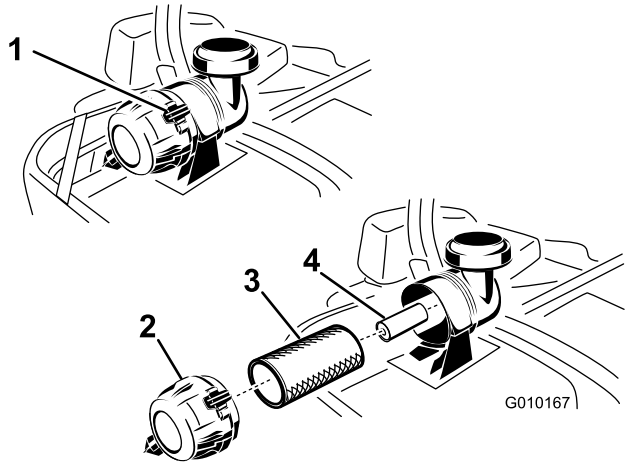

Figur 42
3. Lossa spärrhakarna på luftrenaren genom att trycka dem nedåt och dra av luftrenarkåpan från luftrenarhuset (Figur 42).
5. Dra försiktigt ut huvudfiltret ur luftrenarhuset (Figur 42). Undvik att knacka filtret mot sidan på luftrenarhuset.
1. Rengör inte pappersfiltret, utan byt ut det (Figur 42).
2. Skjut försiktigt in filtret i filterhuset när du byter ut sekundärfiltret (Figur 42).
3. Skjut försiktigt huvudfiltret över sekundärfiltret (Figur 42). Kontrollera att det sitter ordentligt genom att trycka på filtrets yttre kant medan du monterar det.
4. Montera luftrenarkåpan med ventilatorlocket nedfällt och vrid den så att spärrhakarna låser fast kåpan på dess plats (Figur 42).